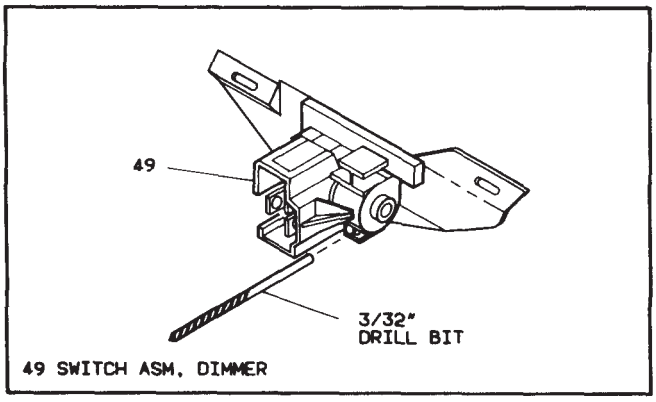

Figure 14 – Adjusting Dimmer Switch
- Dimmer switch (49). (See Figure 14)